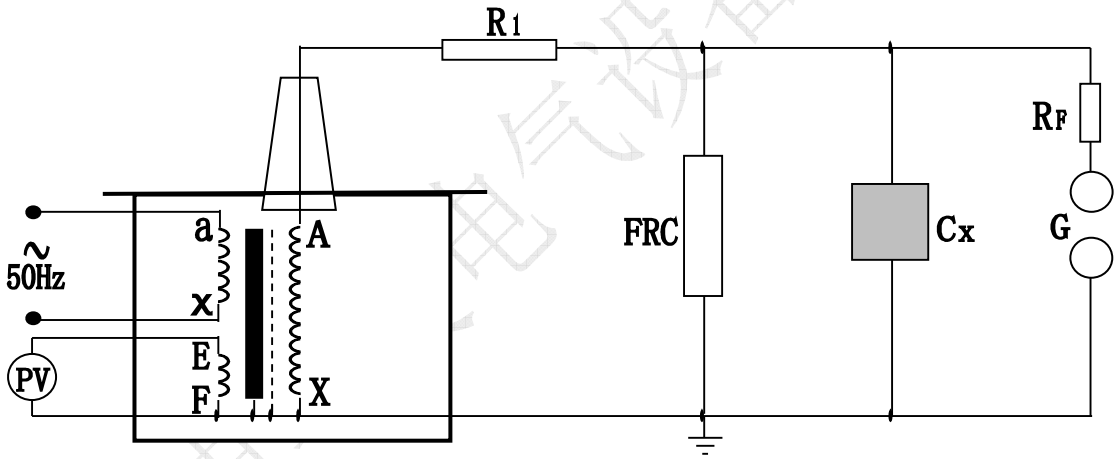

图 6：被试品工频耐压试验接线图
1、 HM-YD 试验变压器做被试品的工频耐压试验使用接线原理图见图 6。
确测量被试品上所施加的电压，因此常在高压侧接入 FRC 阻容分压器来测量电压(见图 6)。